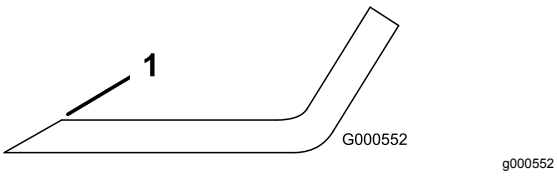

Figuur 68
1. Gebruik een vijl om de snijranden aan beide uiteinden van het mes te slijpen (Figuur 68).
Opmerking: Als het mes niet in balans is, moet u wat metaal afvijlen van het uiteinde van de vleugel (Figuur 68).